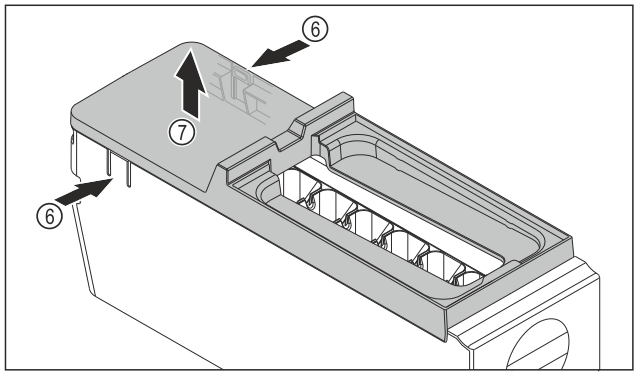

Fig. 164
▶ Removing the cover of the EasyTwist-Ice body: With one hand, press the tabs *Fig. 164 (6)* on both sides of the EasyTwist-Ice body.
▶ With the other hand, remove the cover *Fig. 164 (7)* upward.